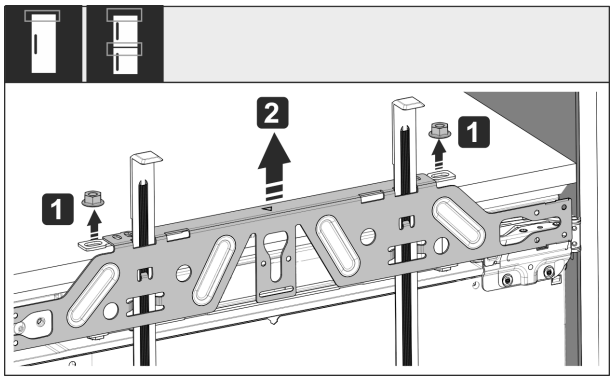

Fig. 51
▶ Desfaceți contrapiulițele *Fig. 51 (1)*.
▶ Detașați traversa de fixare *Fig. 51 (2)*.